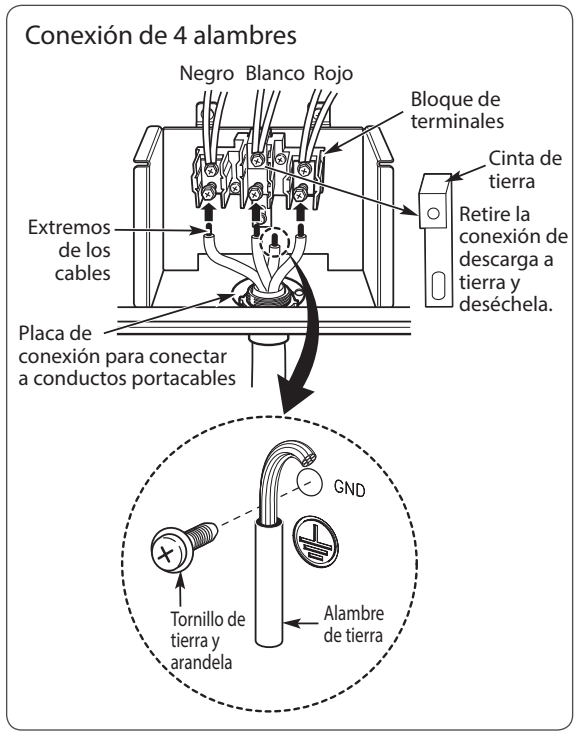

FIGURA 12
2. Afloje los 2 tornillos inferiores izquierdo y derecho del bloque de terminales. (Ver Figura 12).
3. **Retire la conexión de descarga a tierra y deséchela como puede verse en la Figura 12.**
4. Conecte el extremo del cable desnudo con conexión a tierra al marco y asegúrelo en su lugar con el tornillo a tierra. (Ver Figura 12).